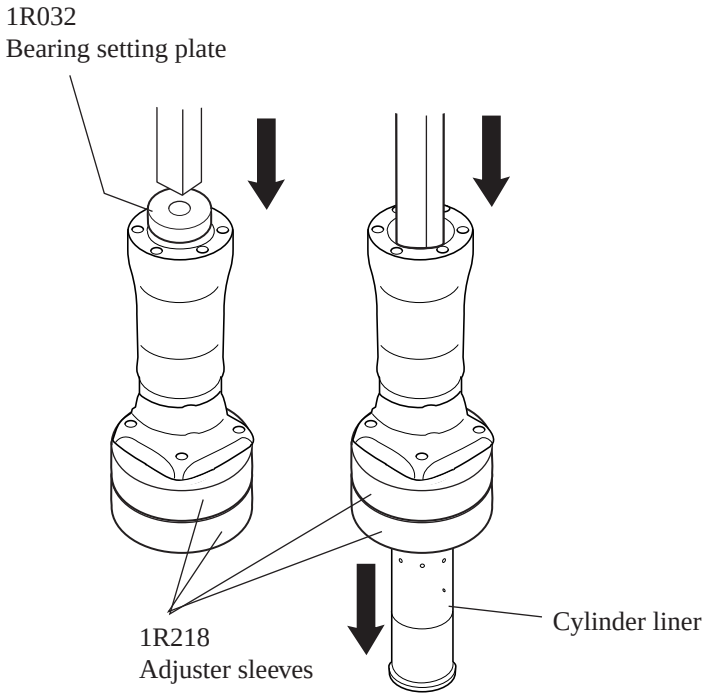

Fig. 16
(2) Put 1R032 "Bearing setting plate" into barrel. And remove cylinder liner from barrel by pressing the 1R032 put into barrel with arbor press. See Fig.16.